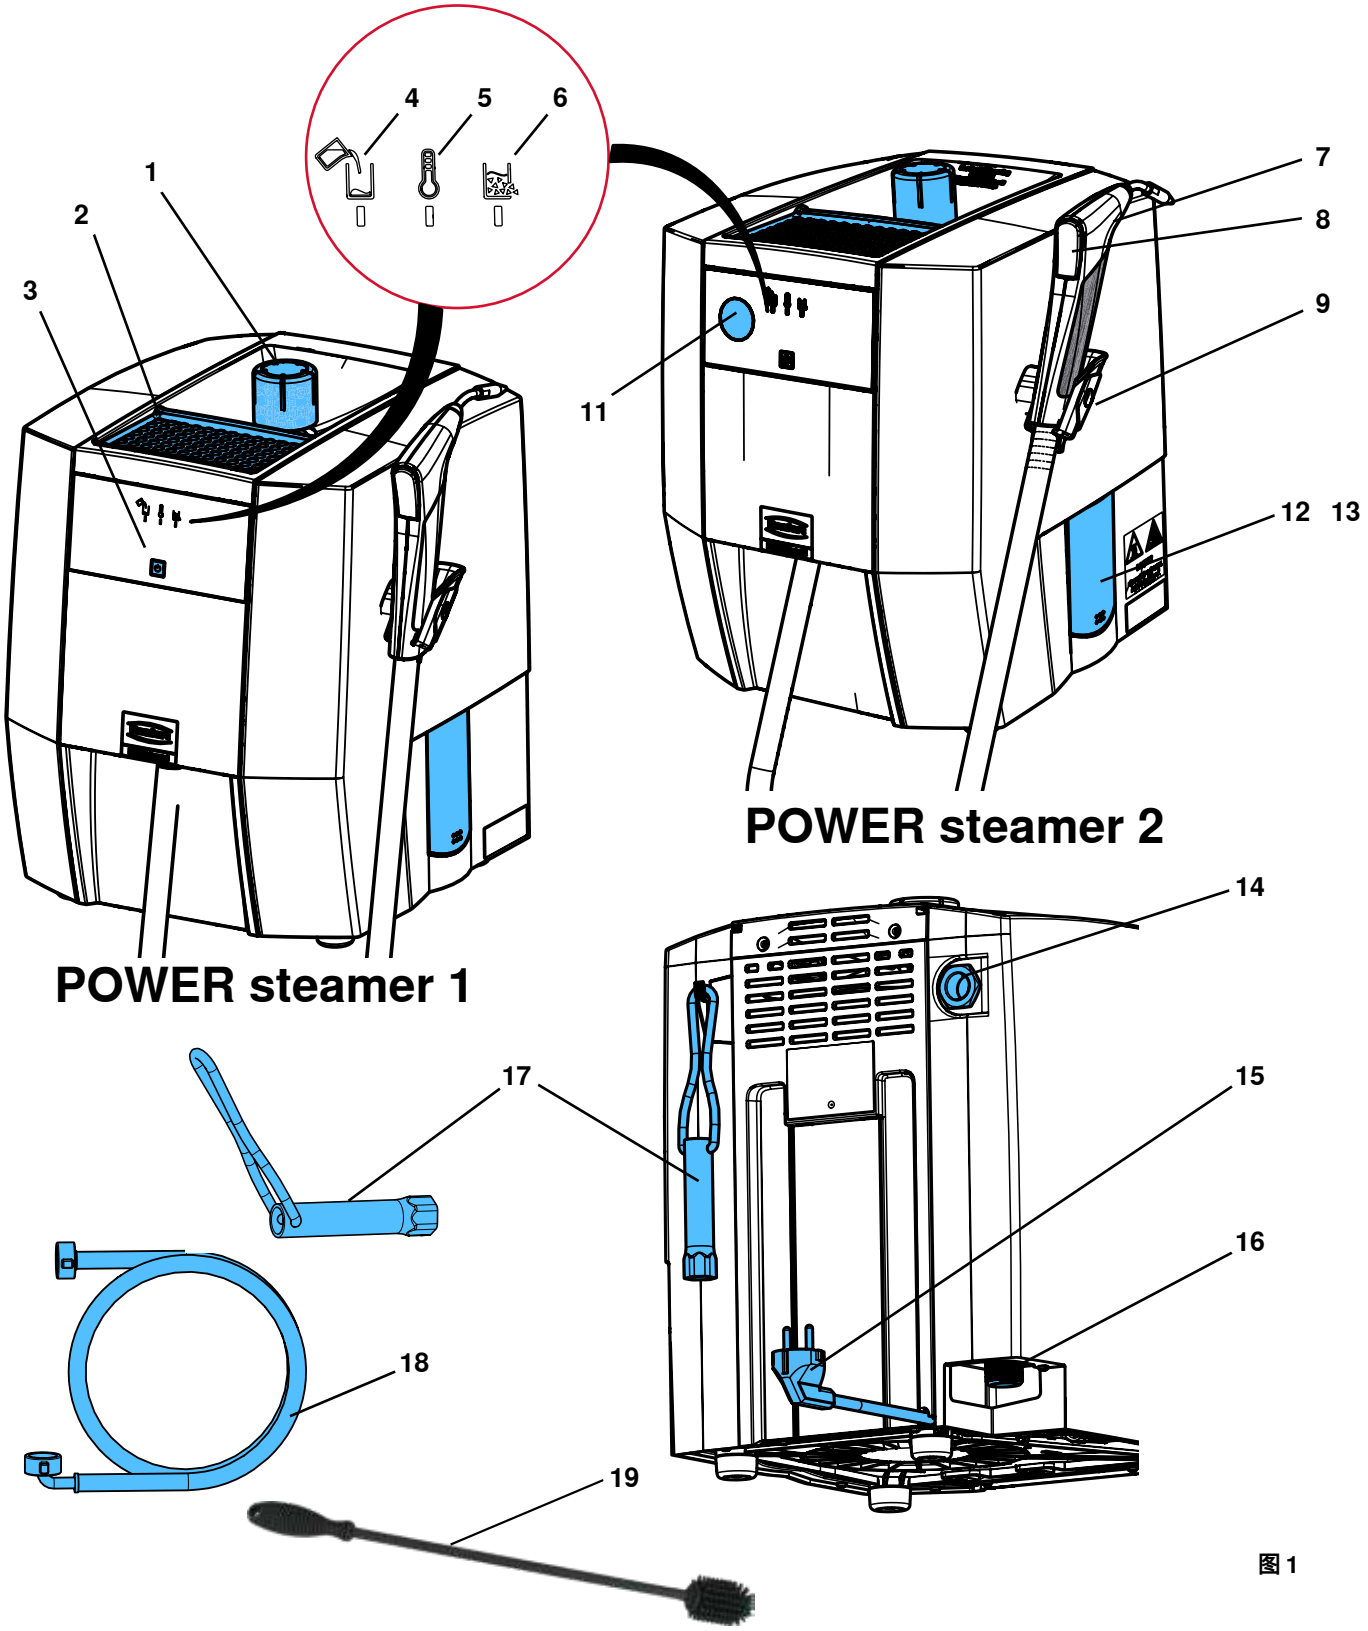

图 1
- ► **放置好机器,让蒸汽可以没有风险地从超压阀的出口排出。(14,图1)。**
石膏模型或包埋材模型可以放在模型托盘上晾干（图 1，2）。
⇒拧入罐盖（图1，1）。
放置好机器，让蒸汽可以没有风险地从超压阀（图1，14）的出口排出。例如，不要将机器放在电源插座前面；
不能关闭或堵塞超压阀的出口（图1，14）。
有加压蒸汽造成的危险!在打开维修盖之前,请确保压力罐没再加压。为此,请打开罐盖 (图1,1) 并卸下。
⇒放置好机器，使水可以从维修口（图1， 12/13）流入水槽。